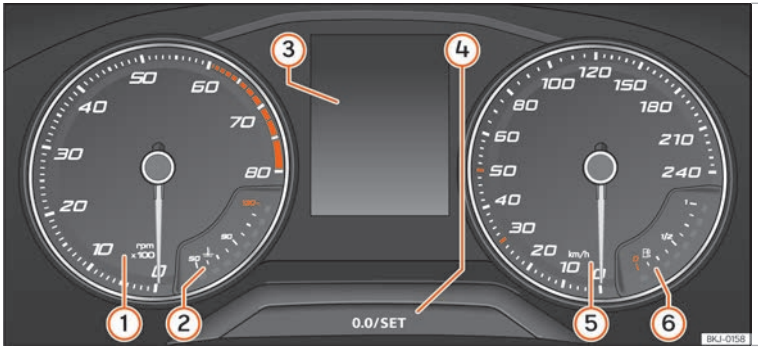

Fig. 116 Painel de instrumentos no painel de bordo.
Explicações sobre os instrumentos ››› Fig. 116:
- Pressione brevemente o botão 0.0/SET ››› Fig. 116 ④ para repor o conta-quilómetros parcial para 0.
- Mantenha pressionado o botão 0.0/SET ④ durante 3 segundos e visualizará o valor anterior.